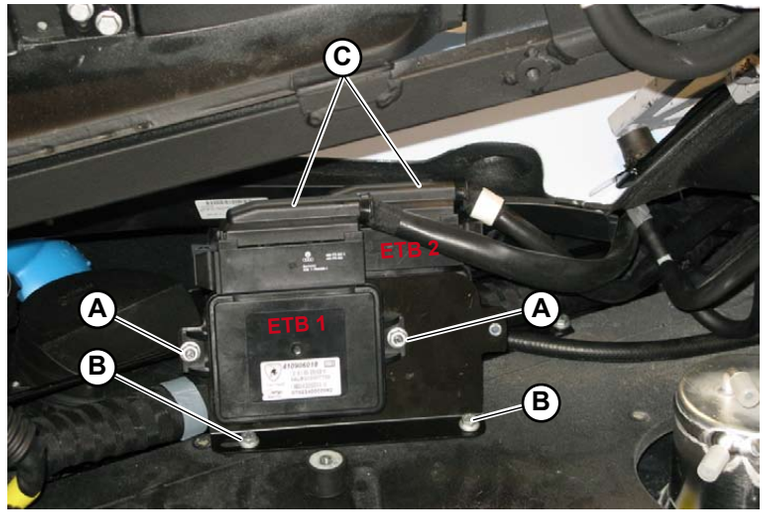

Fig.16
1. Secure the 2 ETB control unit to the bracket using the 4 nuts (**A-Fig.16**) (2 per side).
2. Secure the bracket using the 2 screws (**B-Fig.16**).
3. Connect the connectors (**C-Fig.16**).